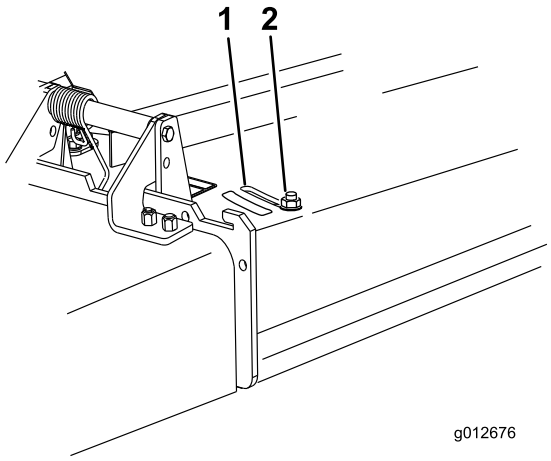

Figura 19
3. Para ajustar el deflector, afloje la tuerca (Figura 19).